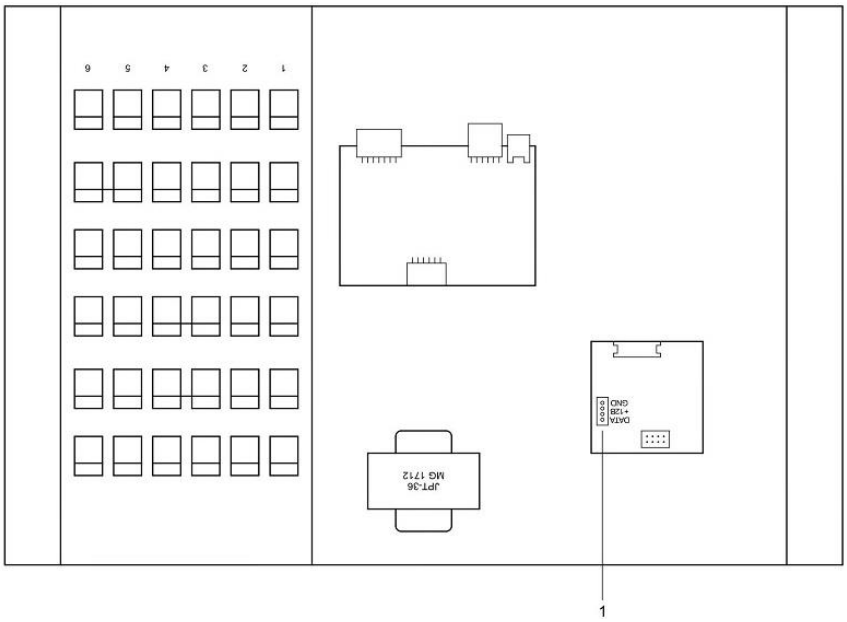

Рисунок 3. Внешний вид пультов громкой связи с поднятыми частями верхней поверхности корпуса
На рис.3 приведен внешний вид пультов громкой связи с поднятыми частями верхней поверхности корпуса.
На плате, установленной внутри корпуса пультов громкой связи, находится разъем (1) для подключения радиопередатчика MP-811S1 (рис.3).
3. Установить 4-х контактный разъем обратно на кабель радиопередатчика MP-811S1 и вставить его в разъем **(1)** (рис.3) на плате, установленной внутри пульта громкой связи.